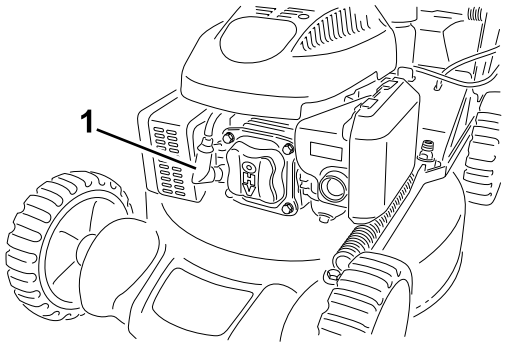

Figuur 19
2. Trek de bougiekabel los van de bougie (Figuur 19) voordat u onderhoudswerkzaamheden uitvoert.